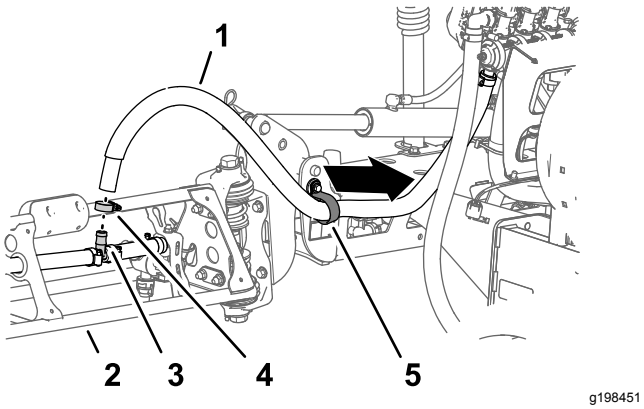

Figur 35
1. Ved den ydre sprøjtesektion fjernes den slange-klemme, der fastgør sprøjtesektionsslangen til T-stykket med modhager (Figur 35).
2. Fjern slangen fra T-fittingen (Figur 35).
3. Fjern den frie ende af slangen fra R-klemmen (Figur 35).